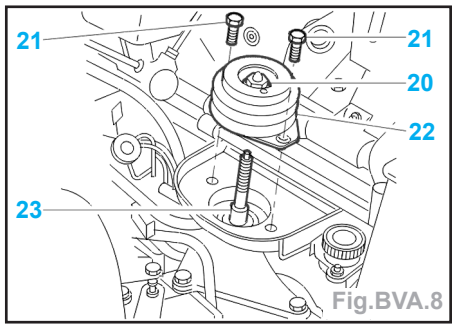

Fig.BVA.8
- Déposer (Fig.BVA.8) :
- l'écrou d'axe de boîte (20) et sa rondelle,
- les vis (21),
- la cale élastique (22),
- la vis (23).
- Enduire de **LOCTITE FRENETANCH** l'axe de boîte (23) (Fig.BVA.8).
- Reposer l'axe de boîte (23) et sa rondelle; serrer l'axe à 5 daN.m.
- les vis de cale (21) (sans serrer).